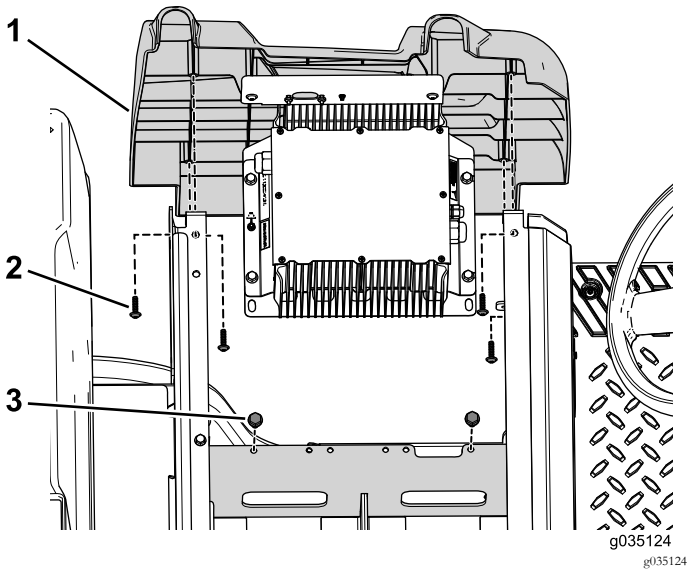

Figura 55
4. Rimuovete i 2 bulloni che fissano la staffa del caricabatterie al vassoio della batteria (Figura 55).
5. Rimuovete le 4 viti autofilettanti che fissano la copertura laterale sinistra alla macchina (Figura 55).